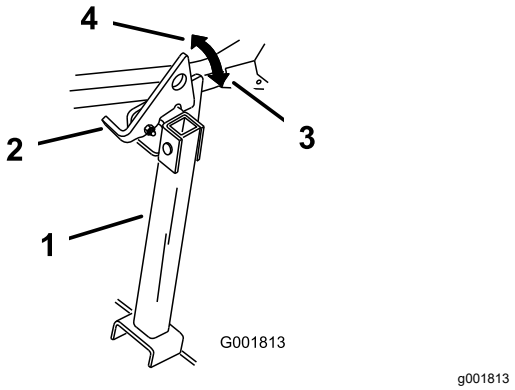

Figur 47
2. Lyft upp spärrhaken i fritt läge (Figur 47).